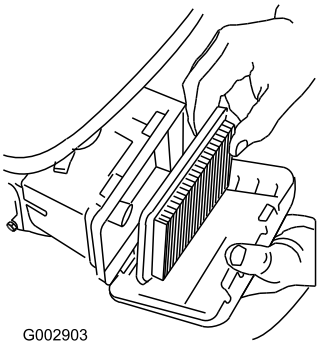

**Figur 37**
3. Ta bort luftfiltret (Figur 37).